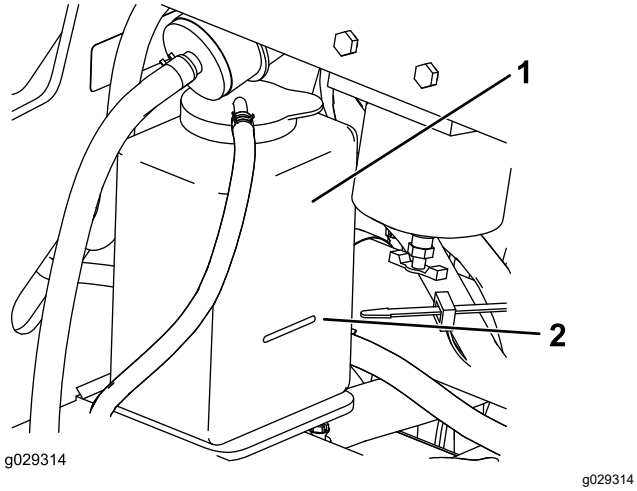

**Figura 68**
3. Compruebe el nivel de refrigerante del depósito de expansión (Figura 68).